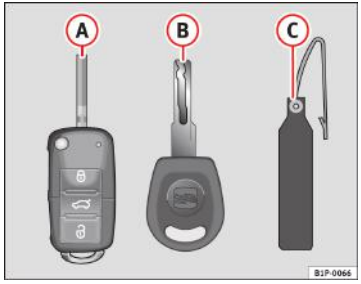

Fig. 45 Setul de chei
- o cheie cu telecomandă ⇒ fig. 45 (A),
- o cheie fără telecomandă (B),
- un breloc din plastic cu numărul de cod al cheii* (C).